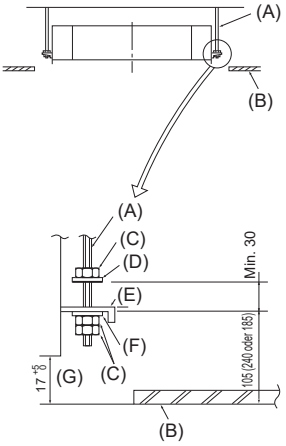

Abb. 3-6
3.6. Verfahren zur Aufhängung der Anlage (Abb. 3-6)